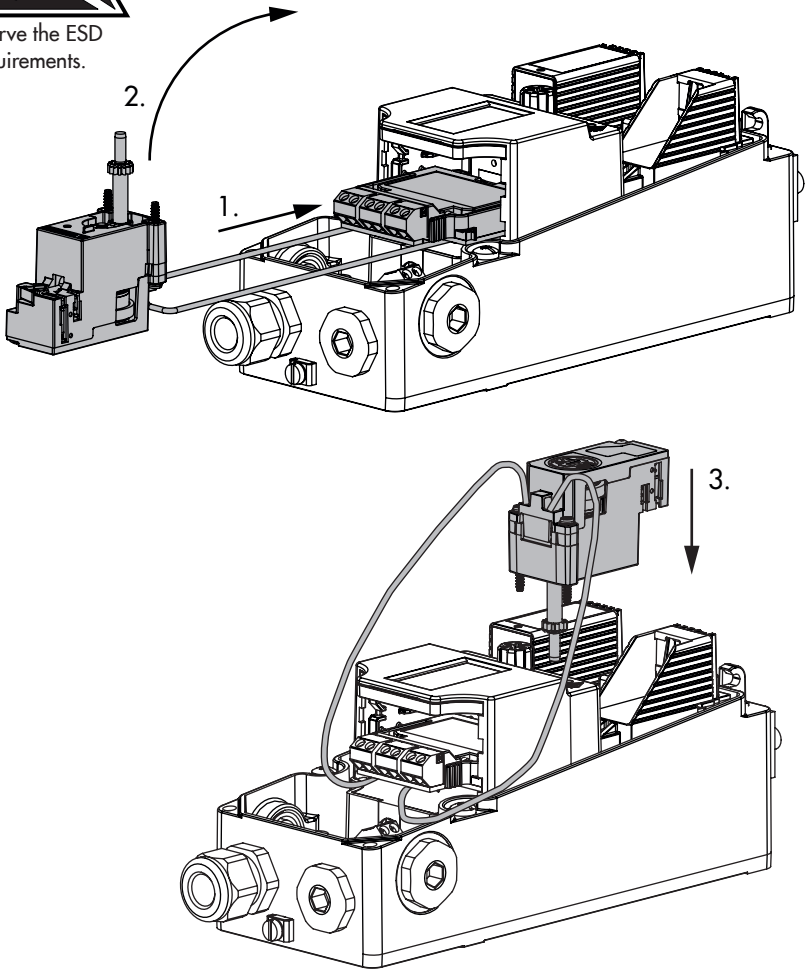

Fig. 36: *Installing the hardware limit switches*
6. Guide the mechanical assembly over the display and insert as shown in Fig. 36. Make sure that the pinion shaft engages with the gear wheel for transmission of the position pick-up.